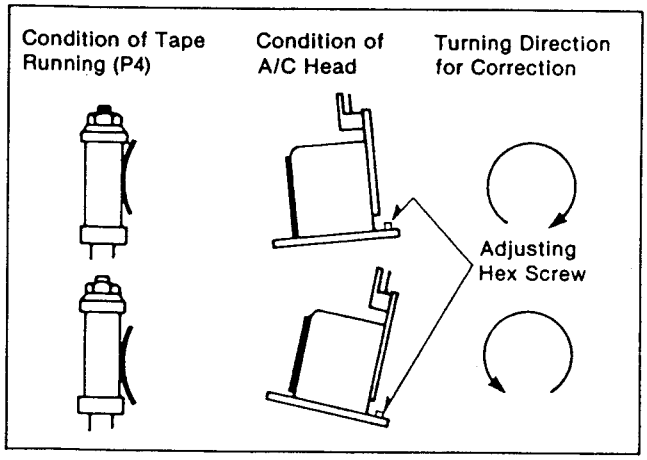

Figure M11
1. Play back the beginning portion of NV-E180 blank cassette tape and confirm that the tape runs between lower and upper limiters of the P4 post. If there is waving or frilling in the lower edge or top edge of the tape, correct the tilt of the A/C head by turning the Hex screw located behind the A/C head. (Figure M11)